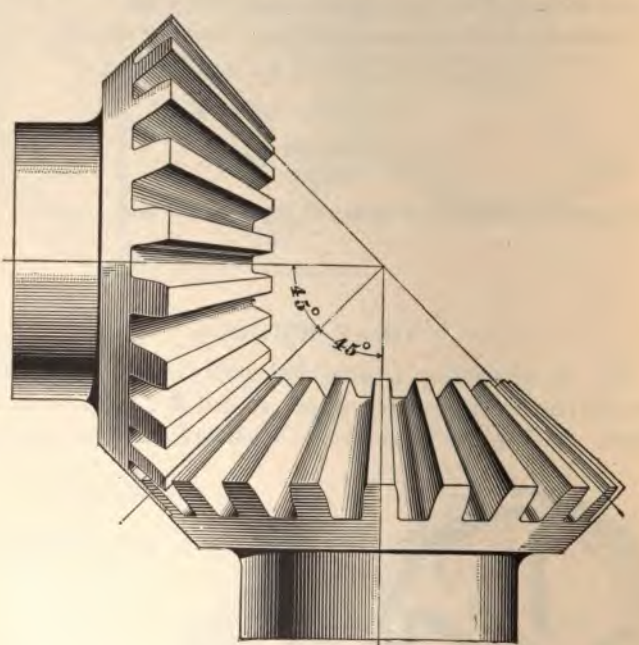

FIG. 22.
43. In Fig. 21 is shown a pair of **bevel gears** in mesh. Of the two wheels shown, one is smaller than the other; when both wheels of a pair of bevel gears are of the same diameter they are called **miter gears.** In Fig. 22 is shown